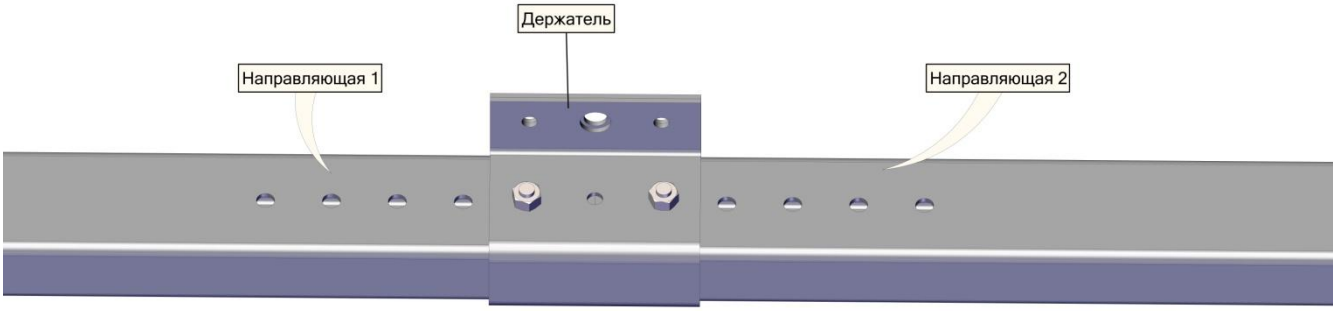
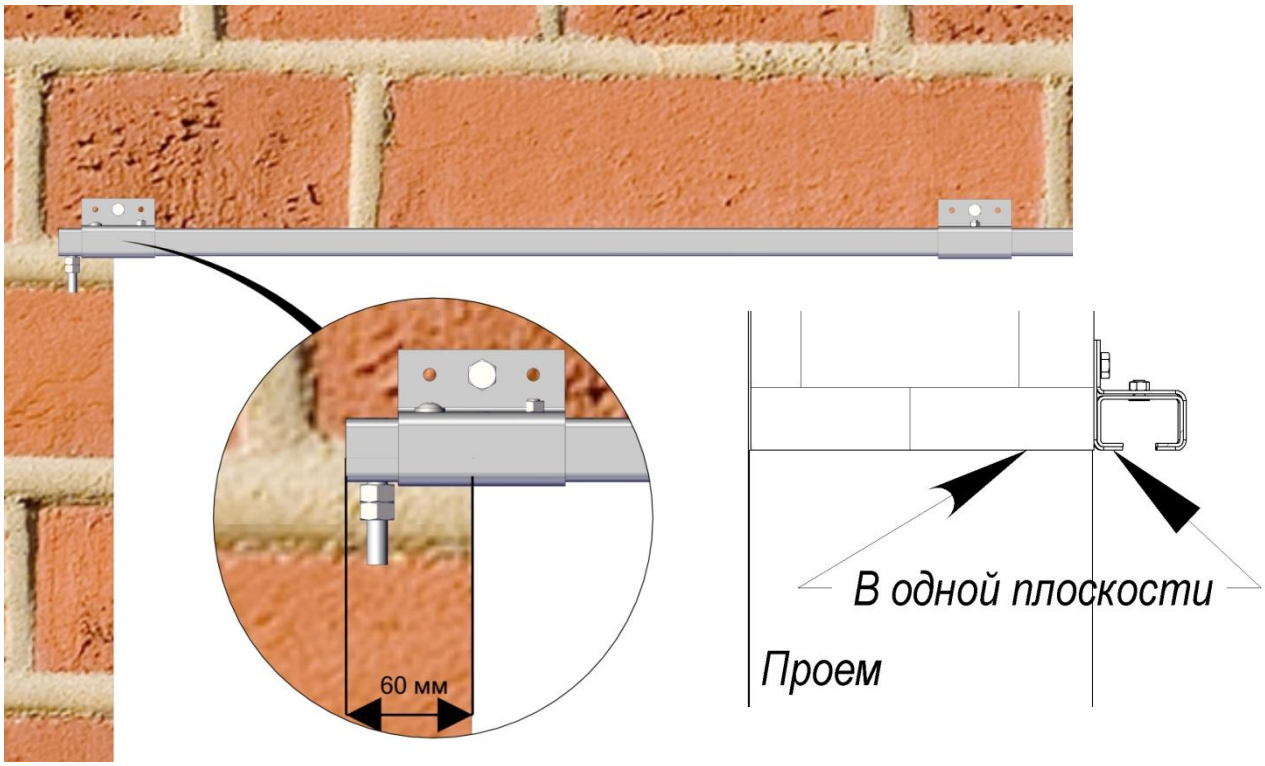

Рис.4. Соединение направляющих
Рис.14. Установка направляющей над проемом (исполнение слева)
2) Установите крайние держатели максимально близко к краю направляющей, чтобы все отверстия держателя совпали с отверстиями направляющей. *При нескольких направляющих, их следует установить встык со стороны, где отсутствует штанга резьбовая и соединить держателем как указано на рис.4.*
1) Штанга резьбовая располагается с той стороны, с которой будет находиться завеса в сложенном состоянии. Оптимальным считается расстояние в 60мм от края направляющей (со стороны штанги резьбовой) до проема (рис.14).
2) Направляющая устанавливается над проемом, в одной плоскости с верхней частью проема (рис.14). При нескольких направляющих, они соединяются встык и фиксируются держателем (рис.4).